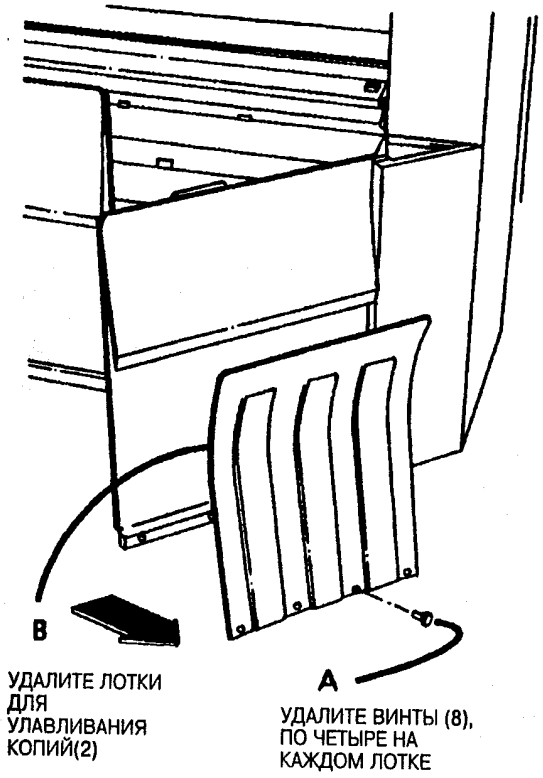

Рис. 5. Удалите лотки для улавливания копий.
12. (Рис. 5): Удалите лотки для улавливания копий.